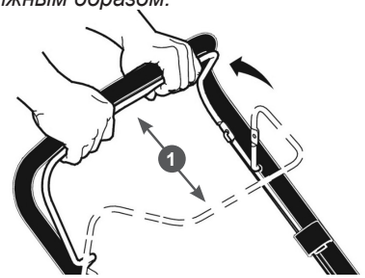

**Рис. 15 Рычаг остановки двигателя**
*Перед запуском двигателя, несколько раз задействуйте рычаг остановки двигателя 1 (Рис. 15). Проверьте, чтобы рычаг и трос остановки двигателя работали должным образом.*
3. Отпустите рычаг 1 остановки двигателя (Рис. 15).